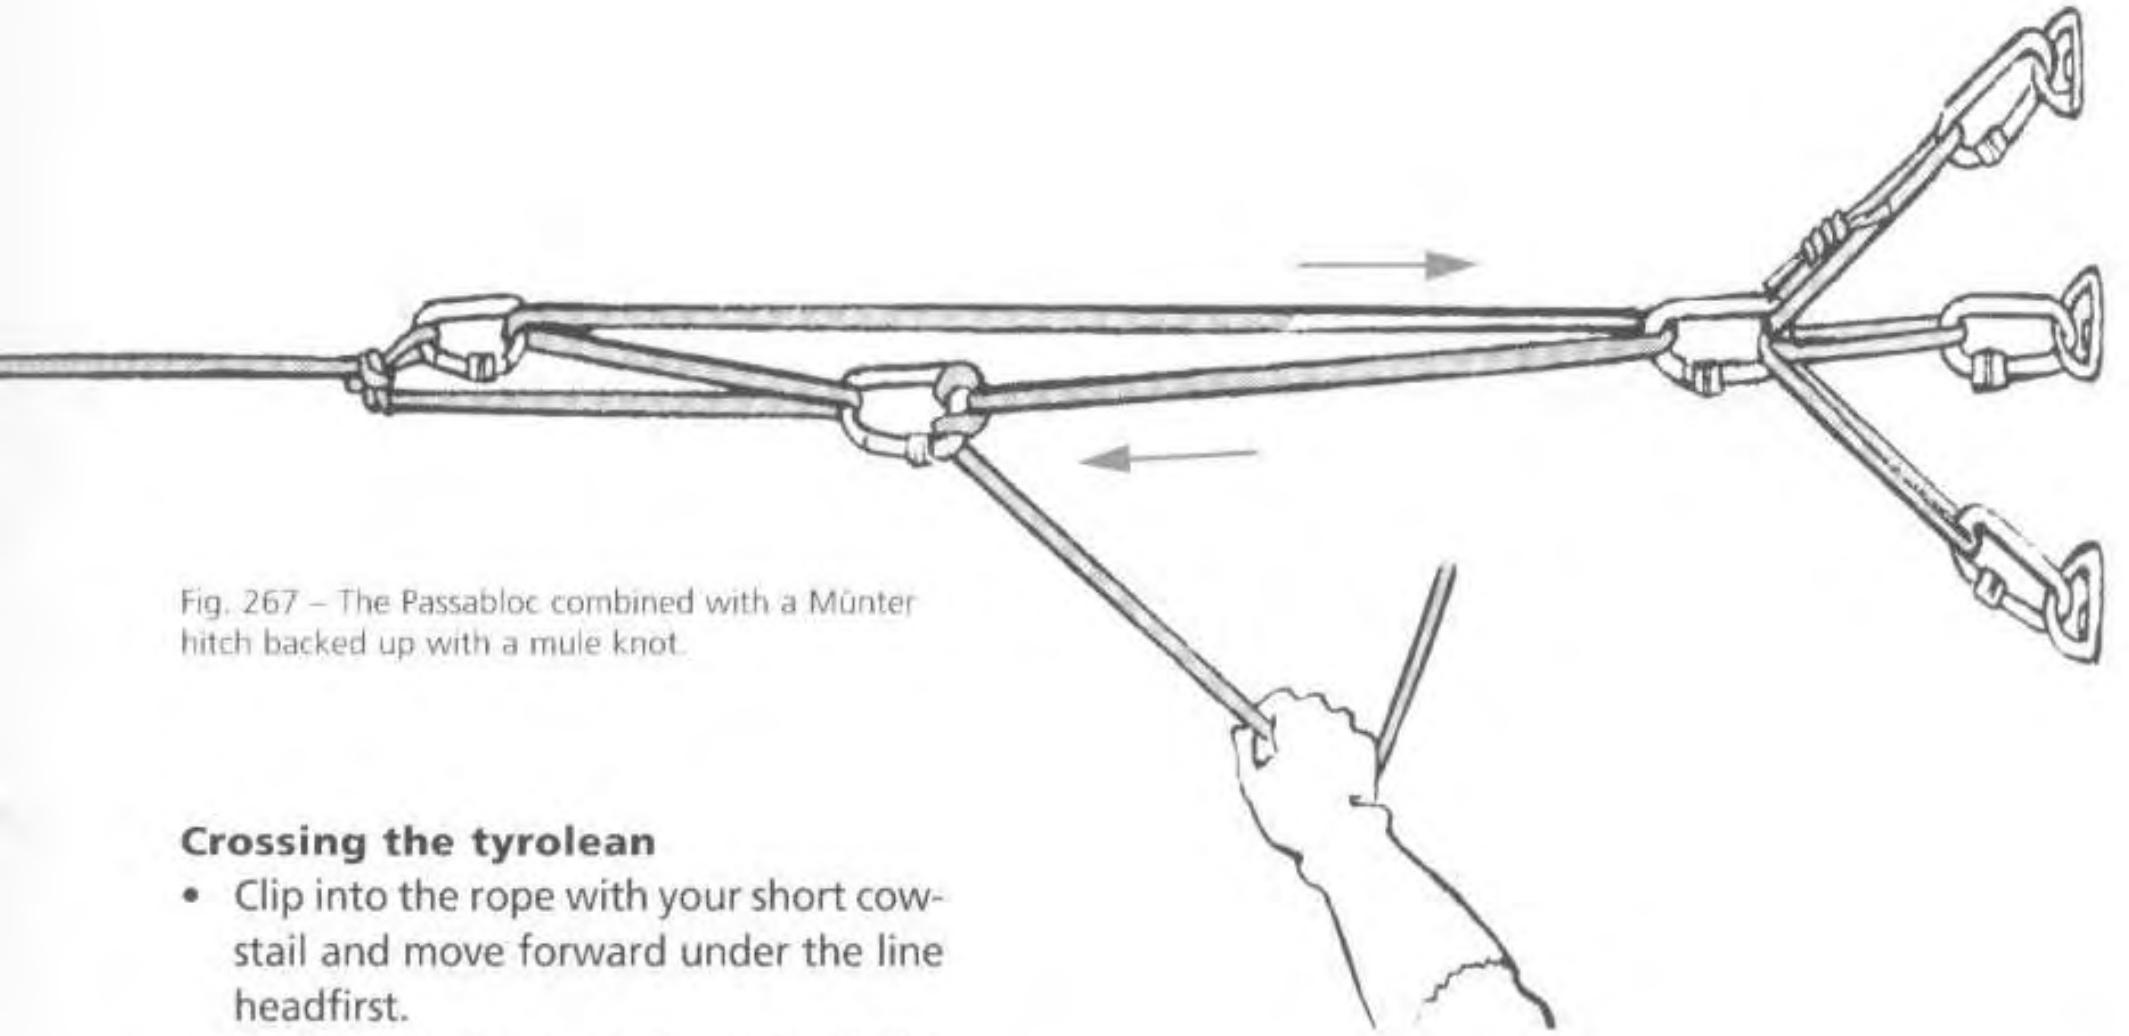

Fig. 267 – The Passabloc combined with a Münter hitch backed up with a mule knot.
- If you have enough rope ("if" because this rig consumes a lot of it), install a Passabloc, which makes the tension especially easy to regulate. To obtain maximum tension on the tyrolean, modify the operation of the classic Passabloc in two steps: instead of finishing it off with a simple loop in the central carabiner, make an Italian hitch tightened down as much as possible and locking it off with a mule knot (fig. 267). Tension the line by pulling on the Passabloc's two mobile strands.